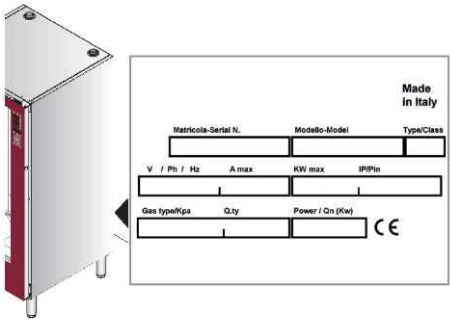

Рис. 1 Место нахождения таблички с серийным номером
– списать данные печи с паспортной таблички (рис. 1);